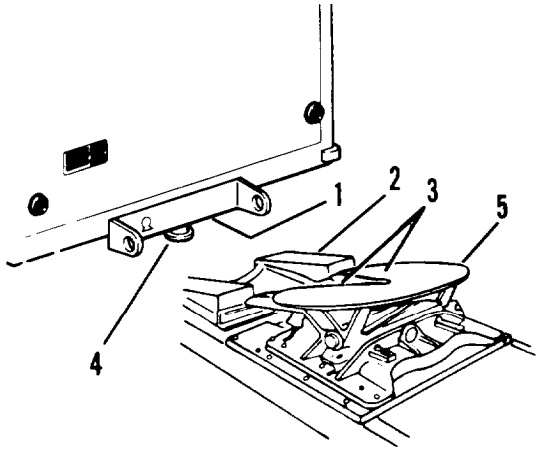

Figure 2-19. Completing coupling semitrailer to towing vehicle
(1) Before kingpin plate (1, figure 2-19) starts to ride approach ramps (2), check that the kingpin plate (1) is above approach ramps (2). Adjust height as needed by using landing gear. Make sure towing vehicle fifth wheel coupler jaws (3) are open.
(2) Slowly back the towing vehicle until coupler jaws (3) engage the kingpin (4).